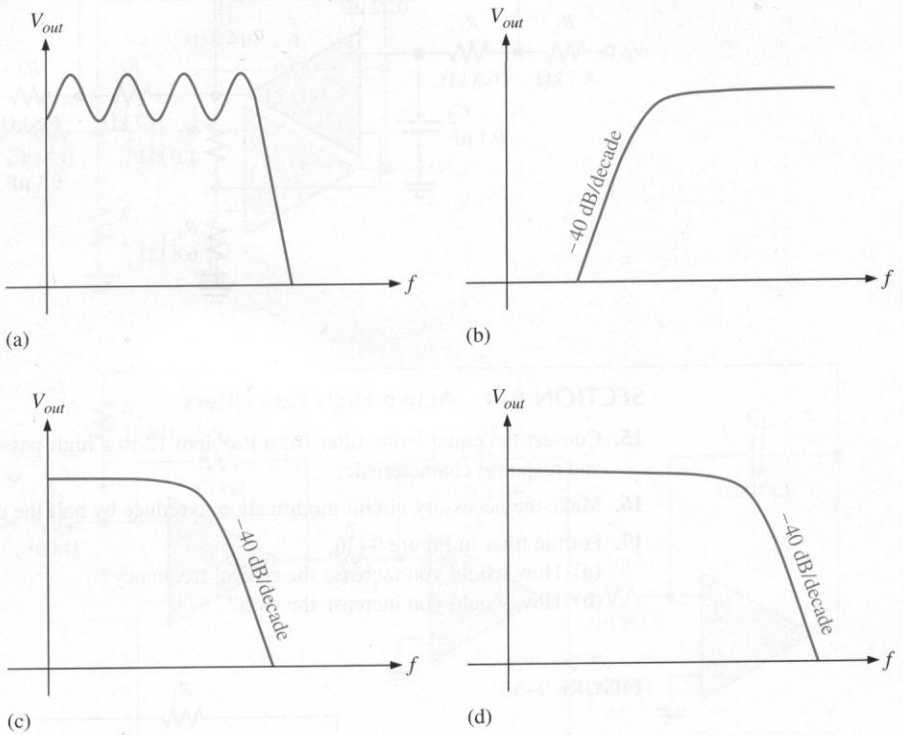

FIGURE 9–34
9. Response curves for second-order filters are shown in Figure 9–34. Identify each as Butterworth, Chebyshev, or Bessel.
10. Is the four-pole filter in Figure 9–35 approximately optimized for a Butterworth response? What is the roll-off rate?